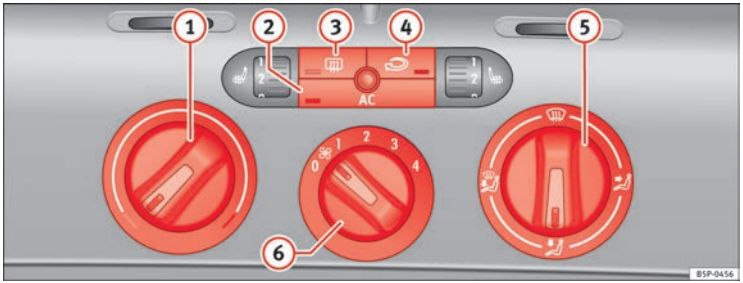

Fig. 129 On the dash panel: Climatic controls
– Turn the temperature selector ⇒ Fig. 129 (1) clockwise to select the required temperature.